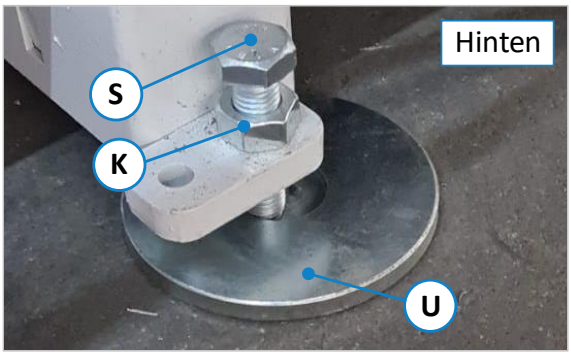
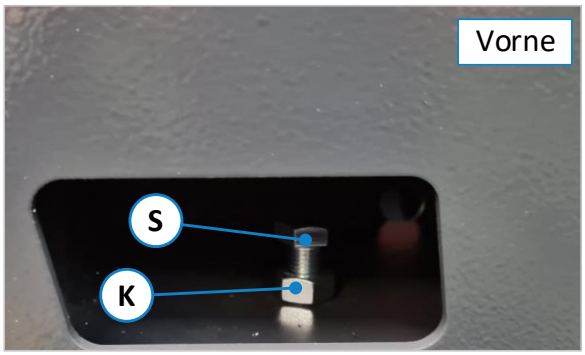

Abbildung 11: Nivellierschrauben hinten (Regelfall)
Abbildung 12: Nivellierschrauben vorne (Ausnahmefall)
Beim Aufstellen ist die Maschine fachgerecht mit einer Maschinenwasserwaage (0,1 mm/ 1 m) auszurichten. Hierzu verfügt die Maschine auf der Hinterseite (⇨ Abbildung 11) über 2 verstellbare Standfüße mit entsprechenden Stellschrauben (**S**) sowie 2 Tellerfüßen (**U**) zur Unterlage. Die Vorderseite der Maschine steht im **Regelfall** satt auf den beiden Standsockeln. Hier nur im **Ausnahmefall** (bei sehr unebenen Böden) nivellieren.
1. Vor dem Abstellen die Maschine nur so nah zum Boden herunterlassen, dass die beiden in ⇨ Abbildung 11 gezeigten Tellerfüße (**U**) zentriert unter den Schrauben (**S**) platziert werden können.
2. Nur in diesem Ausnahmefall sind auch die vorderen Stellschrauben (siehe ⇨ Abbildung 12) zur Nivellierung erforderlich. Diese sind allerdings nur zugänglich, wenn zuvor das vordere Frontblech demontiert wird.
4. Dann die vier in ⇨ Abbildung 12 und ⇨ Abbildung 11 dargestellten Kontermuttern (**K**) lösen und die Höhe an allen 4 Schrauben (**S**) so lange justieren, bis die Maschine gleichmäßig nivelliert ist.